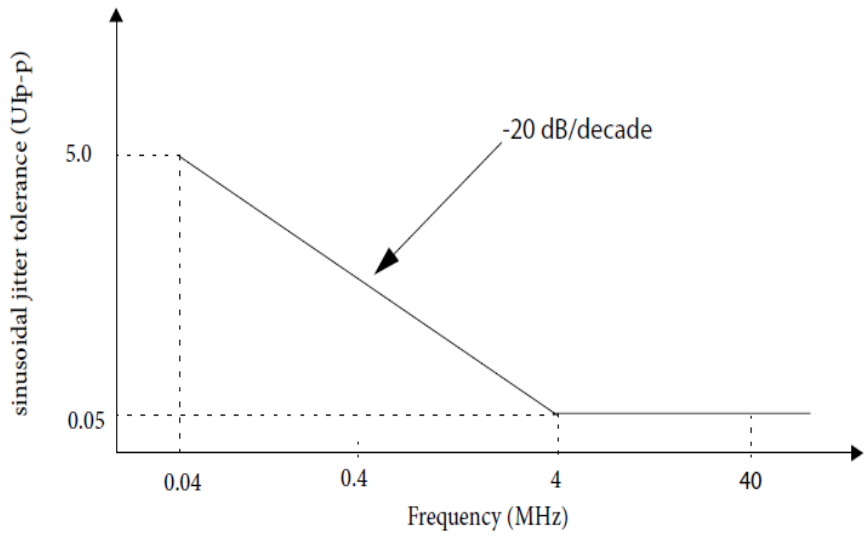

Figure 60. SFI+ SR and LR host receiver input datacom sinusoidal jitter tolerance
1. The 99% jitter is per SFF-8431 Rev4.1 and includes sinusoidal jitter, per Figure 60. 2. In practice the test implementer may trade DDPWS with other pulse width shrinkage from the sinusoidal interferer per SFF-8431 Rev4.1. 3. The SFI total channel Link Budget when measured with Host Compliance board is 9.0 dB @5.5GHz. The channel loss including connector measured with Host Compliance board @ 5.5GHz is 6.5dB. The penalty for reflections and other impairments is 2.5dB. Manual tuning of TX Equalization and amplitude will be required for performance optimization. 4. The AC specifications do not include Refclk jitter.